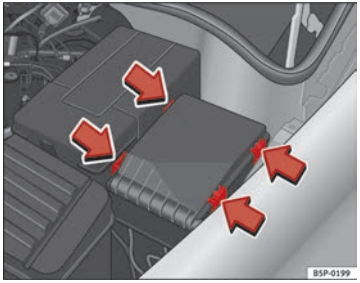

Abb. 186 Im Motorraum: Abdeckung des Sicherungskasten.
- Verriegelungstasten in Pfeilrichtung drücken, um den Deckel des Sicherungskastens zu entriegeln ⇒ Abb. 186.